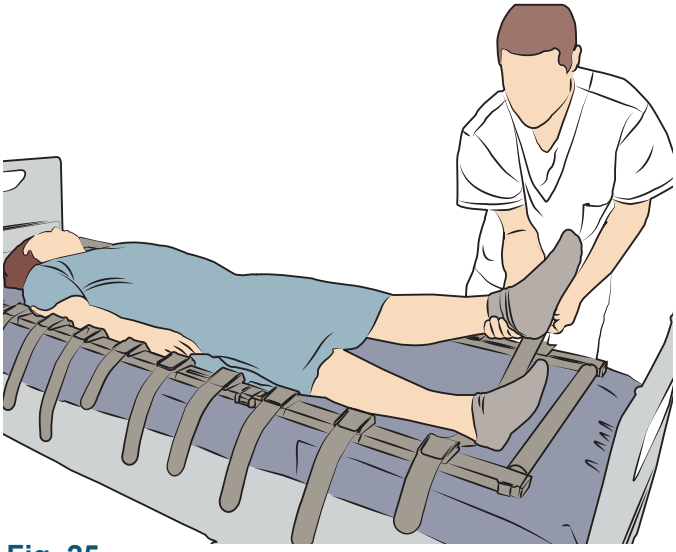

Fig. 25
2. Retirer les sangles transversales en tirant d'un côté. Une fois les sangles transversales retirées, procéder au retrait de toutes les autres pièces de la civière à sangles, y compris les deux tubes d'embout et les sections latérales. Voir fig. 25.